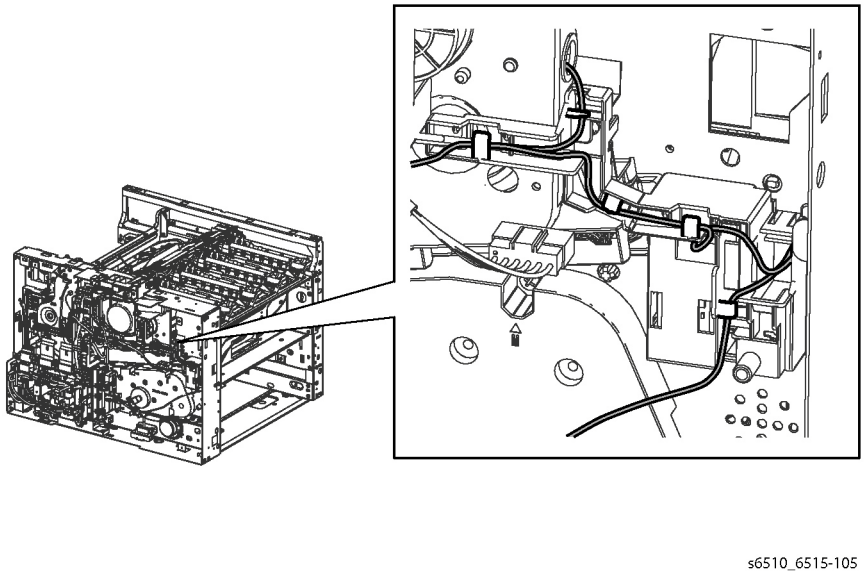

Figure 5 Release Cable from the Duct Harness Guide
18. Refer to Figure 5 to release the cable from the Duct Harness Guide.